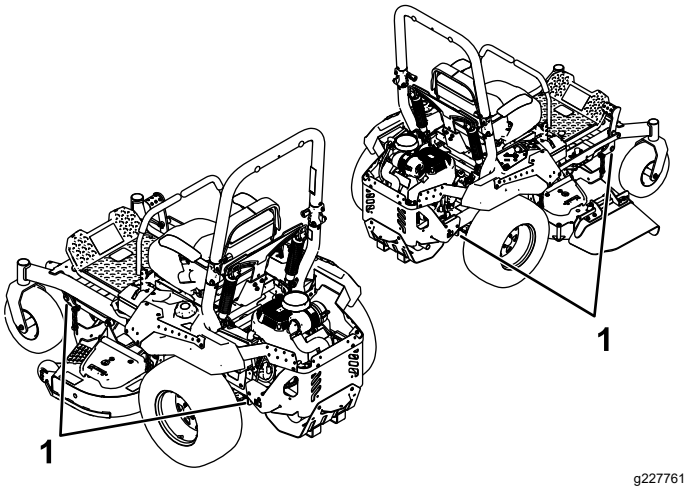

**Figuur 36**
6. Zet de machine vast bij de voorste zwenkwielen en de achterbumper; gebruik hierbij spanbanden, kettingen, kabels of touwen (Figuur 36). Raadpleeg de lokale vereisten inzake de bevestiging van machines.